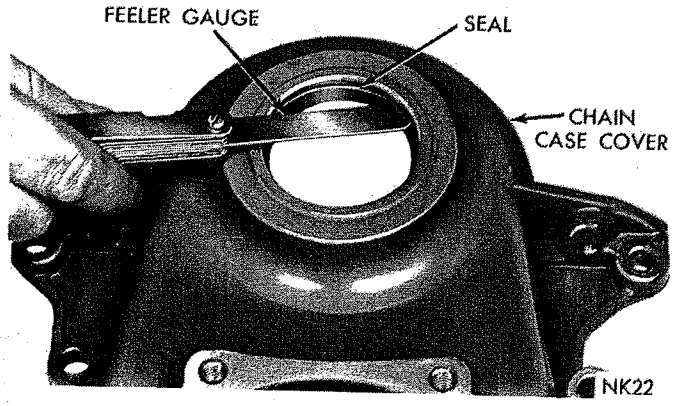

*Fig. 34—Checking Seal for Proper Seating*
(5) Seal is properly installed when neoprene is tight against face of cover. Try to insert a .0015 feeler gauge between neoprene and cover (Fig. 34). If the seal is installed properly, the feeler gauge cannot be inserted.